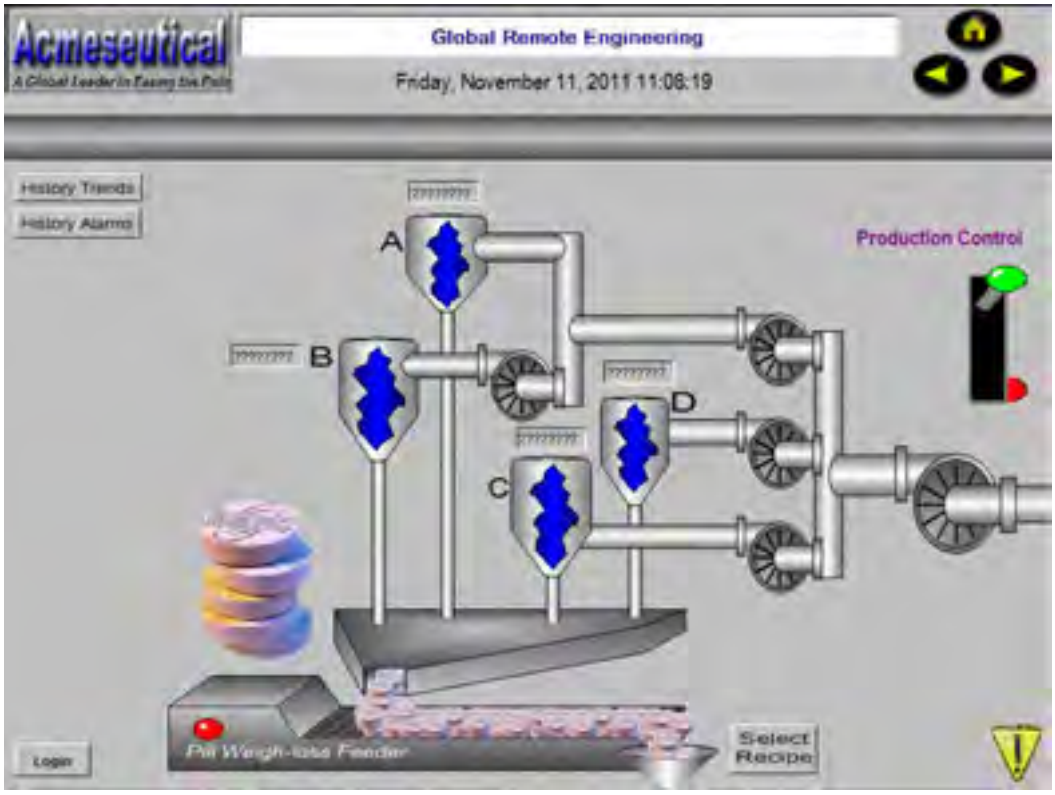

Figure L11.13 - ACMEPillMachine.gdf
8. Save the display. Your finished display may look like Figure L11.13.